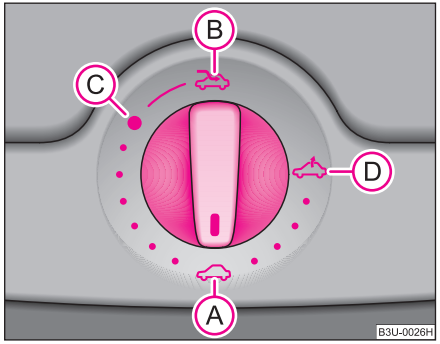

Fig. 30 Comutator rotativ pentru trapa/plafonul glisant electric
Trapa/plafonul glisant se poate deschide şi închide când contactul este pus, de la comutatorul rotativ ⇒ fig. 30. Comutatorul rotativ are mai multe poziții.
– Rotiți comutatorul în poziția Ⓒ ⇒ fig. 30.
– Rotiți comutatorul în poziția Ⓐ ⇒ pagina 52, fig. 30.
Plafonul glisant este prevăzut cu protecție la suprasolicitare. Trapa se oprește şi se întoarce câțiva cm., dacă întâlnește un obstacol (de ex. gheață). Puteți închide trapa fără activarea protecției la suprasolicitare apăsând comutatorul în poziția Ⓐ ⇒ pagina 52, fig. 30 în față, până când trapa se închide complet ⇒ ⚠.
După fiecare acționare de urgență (cu manivela) trapa trebuie adusă în poziția de bază. De aceea trebuie să amplasați comutatorul în poziția Ⓐ ⇒ pagina 52, fig. 30 şi să îl apăsați cca. 10 secunde. ■